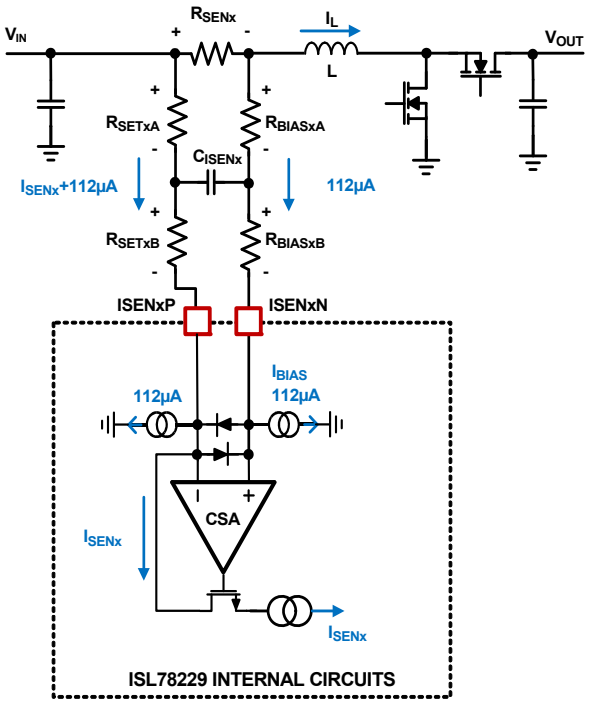

FIGURE 69. CURRENT SENSING BLOCK DIAGRAM
The ISL78229 peak current control architecture senses the inductor current continuously for fast response. A sense resistor is placed in series with the power inductor for each phase, and the ISL78229 Current Sense Amplifiers (CSA) continuously sense the respective inductor current as shown in Figure 69 on page 32 by sensing the voltage signal across the sense resistor R_{SENx} (where "x" indicates the specific phase number and same note applied throughout this document). The sensed current for each active phase is used for peak current mode control loop, phase current balance, individual phase cycle-by-cycle peak current limiting (OC1), individual phase overcurrent fault protection (OC2), input average Constant Current (CC) control and average overcurrent protection (OC_AVG), diode emulation, and phase drop control. The internal circuitry shown in Figure 69 represents a single phase. This circuitry is repeated for each phase.
The RC network between R_{SENx} and ISENxP/N pins as shown in Figure 69 is the recommended configuration. The ISENxP pin should be connected to the positive potential of the R_{SEN_CHx} through resistor R_{SETx}, where in Figure 69 R_{SETx} is composed by R_{SETxA} plus R_{SETxB}. R_{SET} is used to set the current sense gain externally.
Because there is a 112µA bias current sinking to each of the ISENxP and ISENxN pins, R_{BIASx} with the same value to R_{SETx} should be placed between the ISENxN pin to the low potential of the R_{SENx}, where in Figure 69 R_{BIASx} is composed by R_{BIASxA} plus R_{BIASxB}.
It is recommended to have $R_{SETxA} = R_{BIASxA}$ and $R_{SETxB} = R_{BIASxB}$, and insert a capacitor (C_{ISENx}) between them as shown in Figure 69. This forms a symmetric noise filter for the small current sense signals. The differential filtering time constant equals to $(R_{SETxA}+R_{BIASxA})*C_{ISENx}$. This time constant is typically selected in range of tens of ns depending on the actual noise levels.